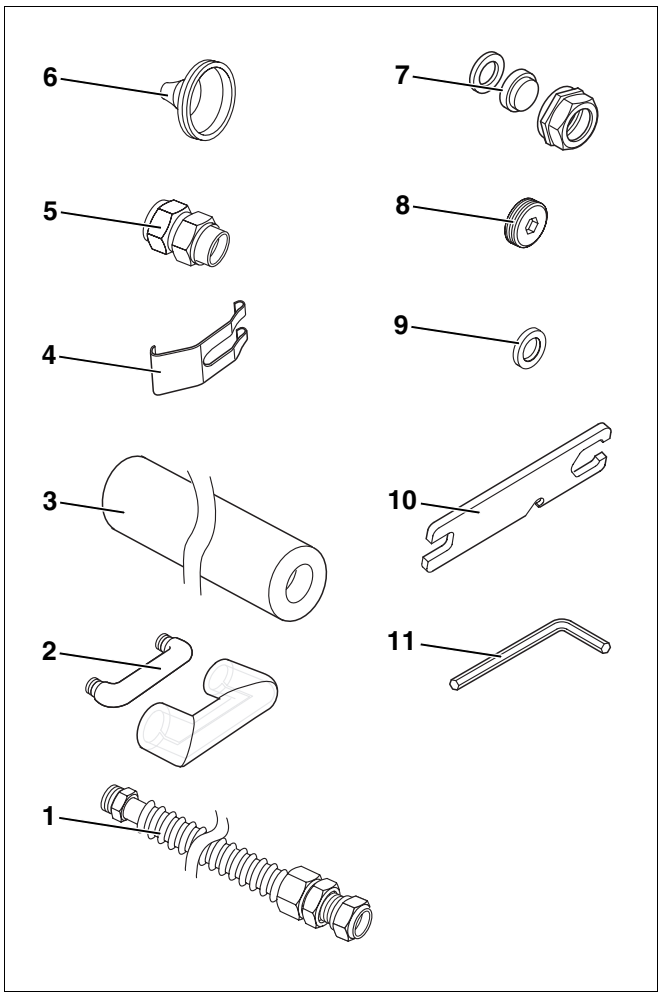

Afb. 10 Aansluitset
Voor elk collectorveld heeft u een aansluitset nodig (afb. 10, pagina 16).
5.2.4 Aansluitset (per collectorveld) – afb. 10